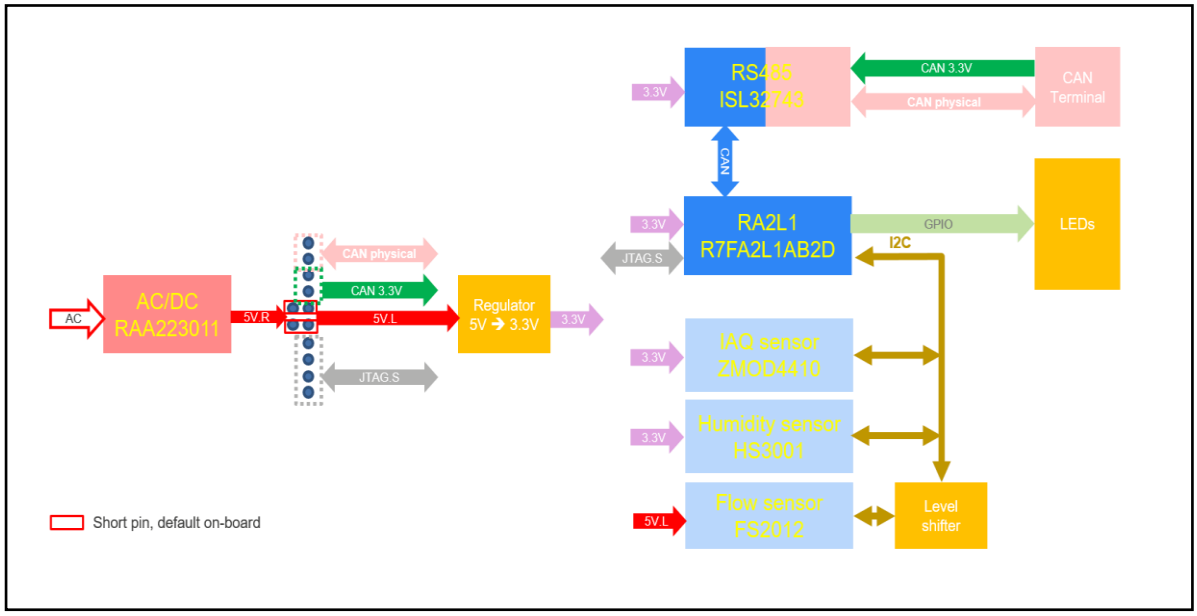

Figure 1-2 RA2L1 CAN Sensor EVB Block Diagram
B. Figure 1-2 is the block diagram of RA2L1 CAN Sensor EVB.